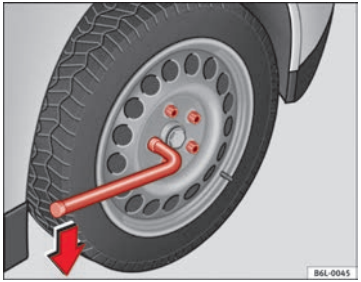

Fig. 147 Changing a wheel: loosen the wheel bolts
– Grasp the box spanner by the end turn it about one full turn to the **left** ⇒ Fig. 147.